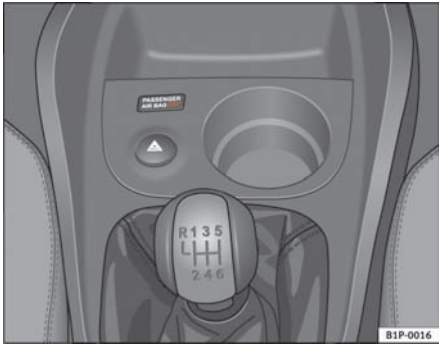

Fig. 26 Warning lamp for deactivated passenger airbag in centre console
– Check that the warning lamp “PASSENGER AIRBAG OFF” in the dash panel ⇒ fig. 26 remains lit ⇒ ⚠ when the ignition is switched on.
– Check that the warning lamp “PASSENGER AIRBAG OFF” in the dash panel does ⇒ page 44, fig. 26 *not* light up when the ignition is switched on ⇒ ⚠.